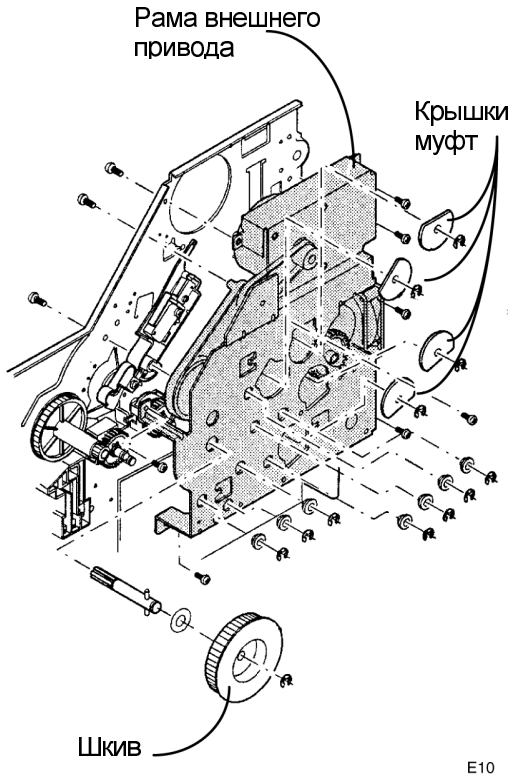

Рисунок 5. Снятие рамы внешнего привода
7. (Рисунок 5): Снимите раму внешнего привода.